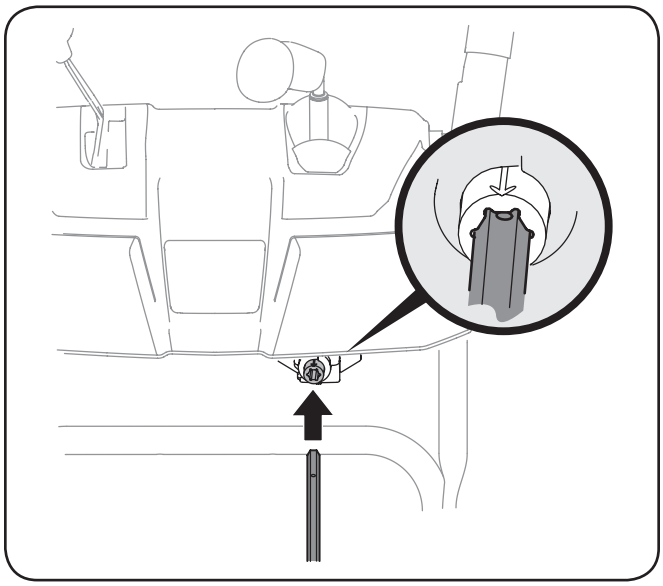

Fig. 3-8
6. Insérez la tige de commande de la goulotte (trou vers le haut) dans le pignon. Voir la Fig. 3-8.